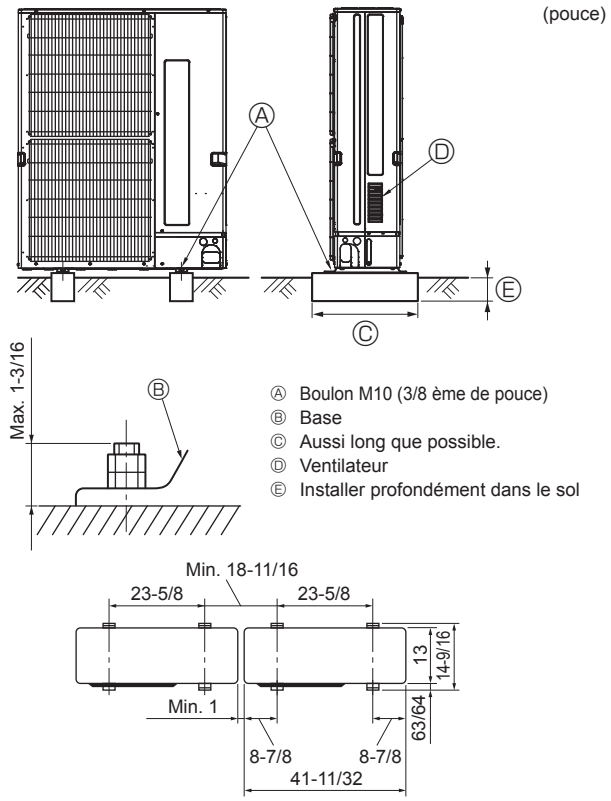

Fig. 4-1
- Bien installer l'appareil sur une surface solide et de niveau, de façon à éviter tout bruit de crécelle pendant le fonctionnement. (Fig. 4-1)